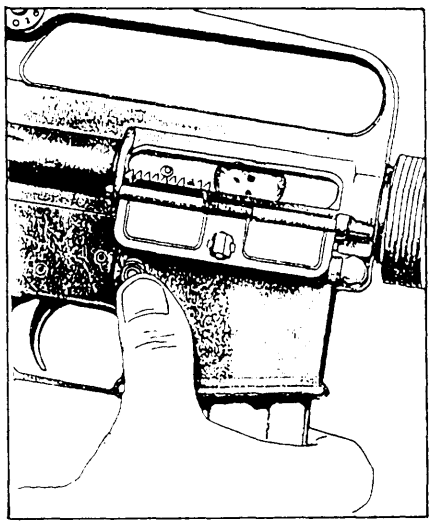

Figure 8-19.—Removing the magazine.
2. Remove the magazine as shown in figure 8-19. Grasp it with the right hand (fingers curled around the front of the magazine, thumb placed on magazine catch button); apply pressure on the magazine catch button with the thumb; and pull the magazine straight out of the weapon.